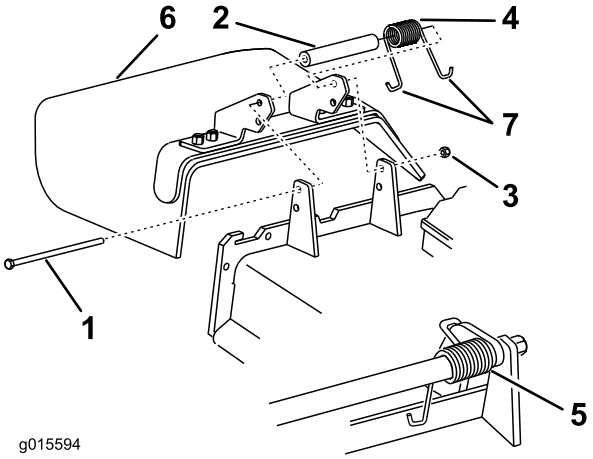

**Figuur 89**
1. Verwijder de borgmoer, bout, veer en afstandsstuk waarmee de grasgeleider vastzit op de draaibeugels (Figuur 89).
**Opmerking:** Zorg ervoor dat 1 **J**-vormige einde van de veer is gemonteerd achter de rand van het maaidek voordat u de bout plaatst zoals wordt aangegeven in Figuur 89.
6. Plaats 1 **J**-vormig haakeind van de veer om de grasgeleider (Figuur 89).